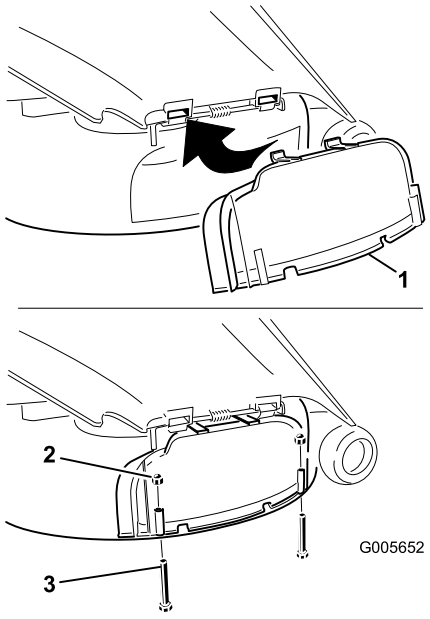

Bild 24
3. Heben Sie das Ablenkblech an und schieben die Zungen oben an der Auswurfkanalabdeckung unter die Haltestange des Ablenkblechs. Drehen Sie die Abdeckung des Auswurfkanals nach unten über die Öffnung und auf die untere Lippe des Mähwerks (Bild 24).
4. Befestigen Sie die Abdeckung des Auswurfkanals mit zwei Schrauben (1/4 x 2-1/2 Zoll) und zwei Kopfmutttern (1/4 Zoll) an der unteren Lippe des Mähwerks, siehe Bild 24.